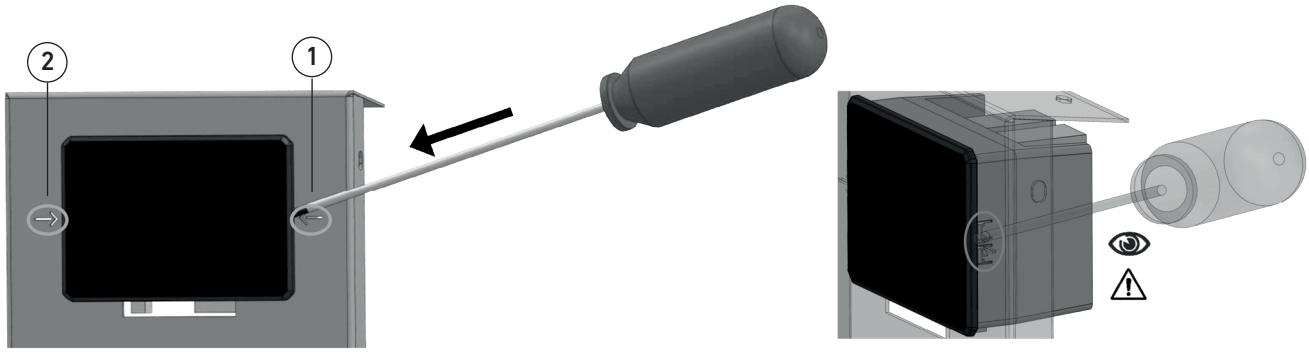

fig. 21
- Insérer la pointe d'un tournevis plat entre la tôle de support et le cadre de la centrale aux endroits indiqués par les flèches sur les côtés de la centrale (Fig. 21). 1-2) ;